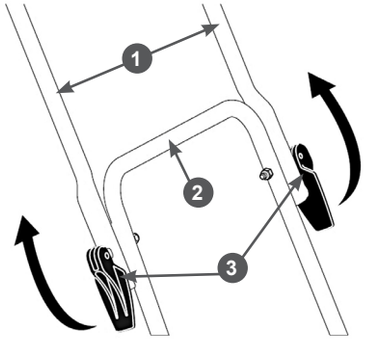

**Рис. 5 Крепление верхней части рабочей рукоятки**
5. Установите верхнюю часть рукоятки в рабочее положение. Поднимите верхнюю часть 1 рукоятки, выровняйте её в одной плоскости с нижней частью 2, затем затяните эксцентриковые рычаги 3 (Рис. 5).